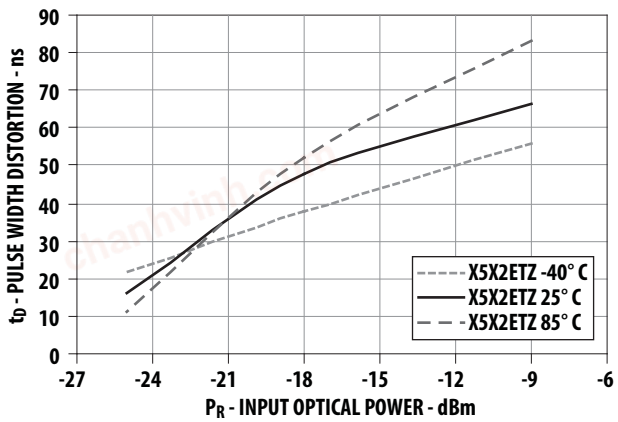

Figure 11. Typical link pulse width distortion vs. optical power
3. The LED drive circuit of Figure 11 is required for 1 MBd operation of the HFBR-25X2ETZ.